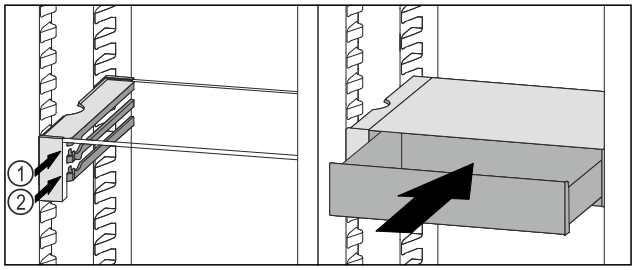

Fig. 123
▶ VarioSafe-Schubfach hinter den Stoppern auf gewünschter Rippe *Fig. 123 (1)* oder *Fig. 123 (2)* aufsetzen.